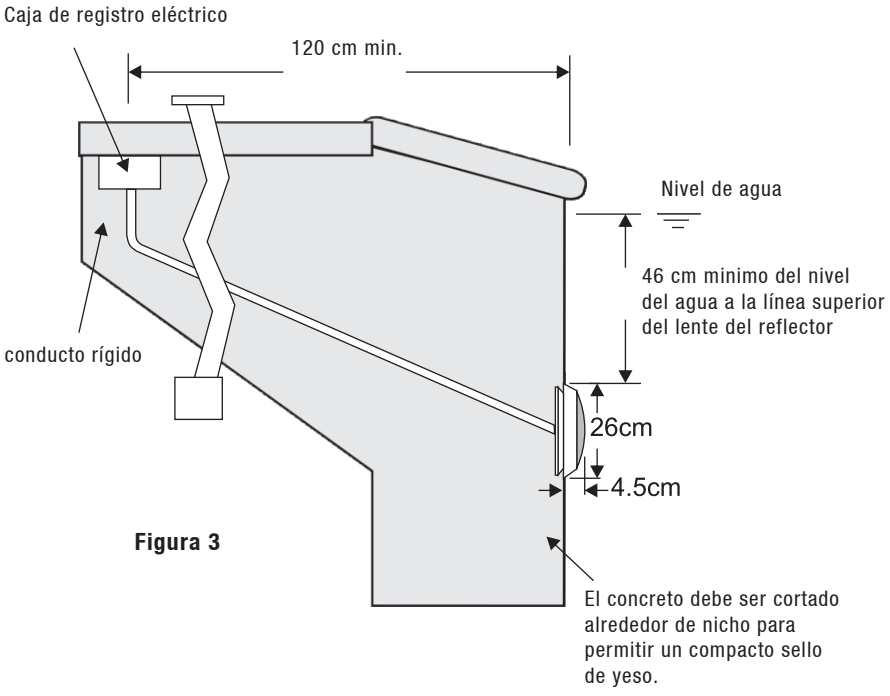

Figura 3
2.– Asegúrese de que el voltaje sea de 12V y la caja registro eléctrico deberá de estar al menos 120 cm del muro de la piscina hacia el andador (Figura 3).
3.– Tras la instalación, la parte superior de la luz debe estar al menos a 46 cm debajo del nivel del agua (Figura 3).